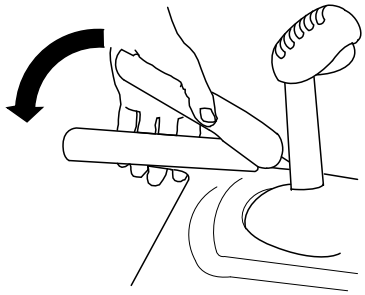

Figure 13
3. Serrez le levier gauche (déplacement) contre la poignée (Figure 13).
6. Serrez le levier gauche (déplacement) contre la poignée (Figure 13).